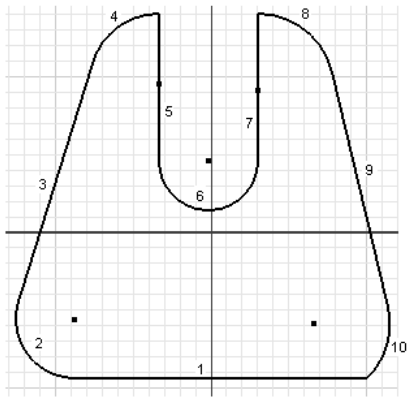

Figure 3-59 *Profile with geometries numbered*
a. Start a new metric template and draw the outer loop of the sketch, refer to Figure 3-59.
1. To draw the outer loop, invoke the **Line** tool from the **Draw** panel in the **Sketch** tab, refer to Figure 3-59.
The outer loop that you created in the previous step might be different from the one shown in Figure 3-59. You can find the missing constraints by following the next step and applying constraints accordingly.
As evident from Figure 3-59, some of the constraints such as tangent and equal are missing in the sketch. The sketch shown in Figure 3-59 may not be symmetrical and all the lines in the sketch may not be tangent to the arcs. Therefore, you need to add these missing constraints manually to the sketch to complete it. You can choose the **Show Constraint** option from the Marking menu that is displayed when you right-click on an entity.
1. In Figure 3-59, the **Tangent** constraint is missing between line 1 and arc 10. To add this constraint between the line and the arc, choose the **Tangent** tool from the **Constrain** panel of the **Sketch** tab; you are prompted to select the first curve. Select arc 10 as the first curve; you are prompted to select the second curve. Select line 1 as the second curve. Similarly, add this constraint to all the places in the sketch wherever it is missing.